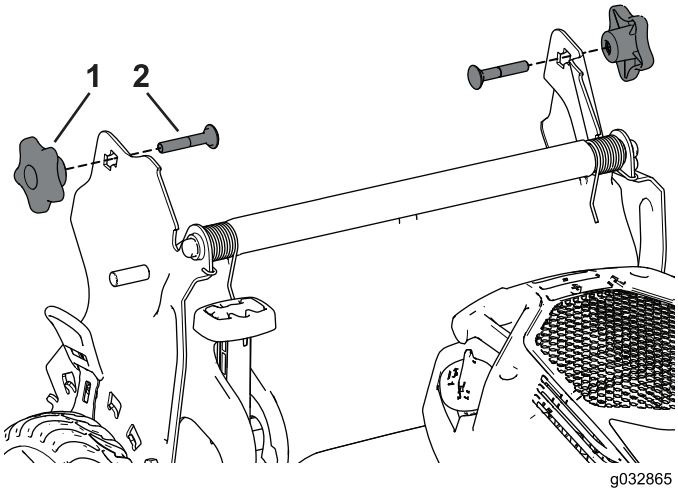

Figur 28
3. För in vagnsskruven (med skruvhuvudet vänt inåt) genom handtagsfästet och in i det övre hålet på handtagsänden. Se till att de fyrkantiga ändarna på vagnsskruvarna passar in i det övre eller nedre fyrkantiga hålet i motsvarande handtagsfäste (Figur 28).